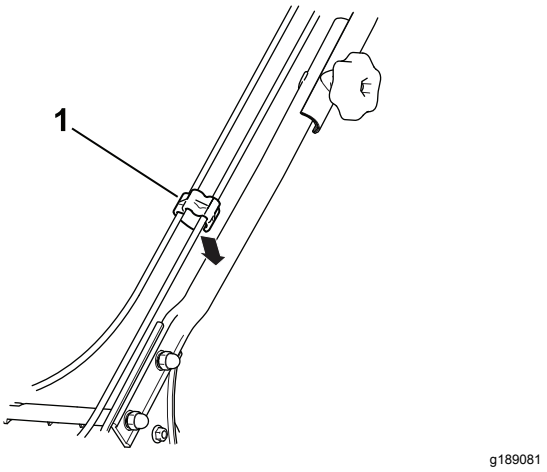

Figuur 5
3. Steek de kabels in de kabelklem en bevestig de kabelklem aan de handgreep; zie Figuur 5.